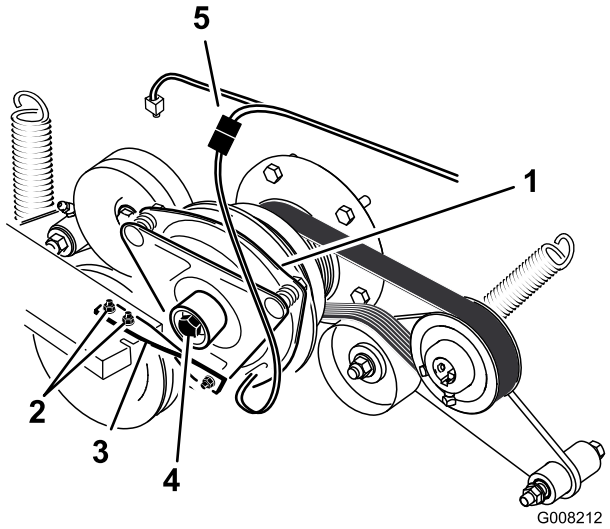

Figur 55
6. Koppla ur kopplingens elektriska kontakt (Figur 55).
7. Lossa de två bultarna som fäster gummikopplingsremmen i klipparramen (Figur 55).
8. Lossa centrumbulten som fäster kopplingen vid motoraxeln och ta bort kopplingen och nyckeln (Figur 55).
15. Håll i vevaxeln på maskinens baksida, fäst centrumbulten och dra åt den till 68 Nm (Figur 55).
16. Montera gummikopplingsremmen på klipparens ram med de två bultar och muttrar som du tog bort tidigare (Figur 55).
18. Koppla in kopplingens elektriska kontakt (Figur 55).